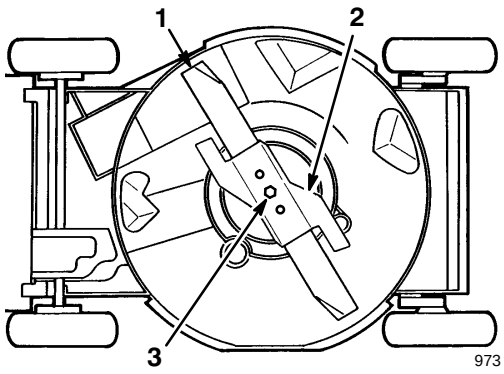

**Figure 20**
4. Tip the lawn mower onto its left side (Fig. 20).
Grasp the end of the blade using a rag or thickly padded glove. Remove the blade bolt, the lock washer, the accelerator, and the blade (Fig. 20).